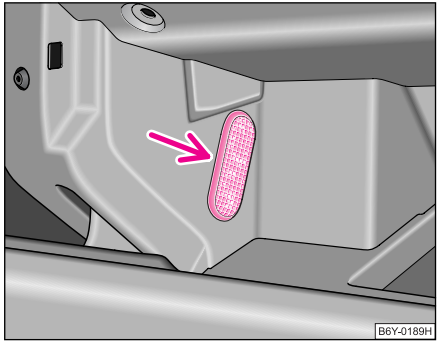

Fig. 171 Demontarea lămpii din compartimentul de depozitare de pe partea pasagerului din dreapta
– Introduceți un cuțit sau o şurubelniță lateral între lampă şi torpedo ⇒ fig. 171. Ridicați cu atenție lampa.